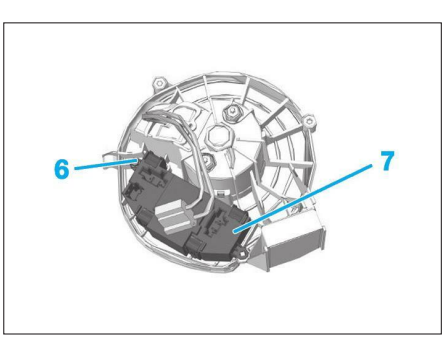

Fig. 33
- la vis (6) du hacheur (7) **(Fig.33)**,